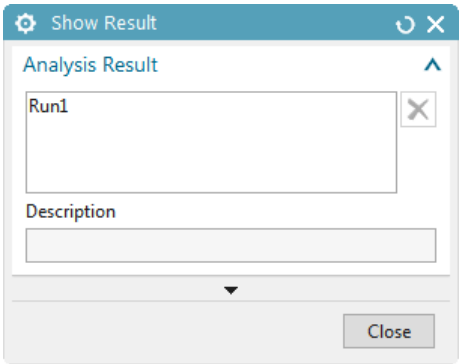

Figure 2-23 *The* ***Show Result*** *dialog box*
6. Choose the **Show Result** tool from the **Setting** group; the **Show Result** dialog box is displayed, refer to Figure 2-23.